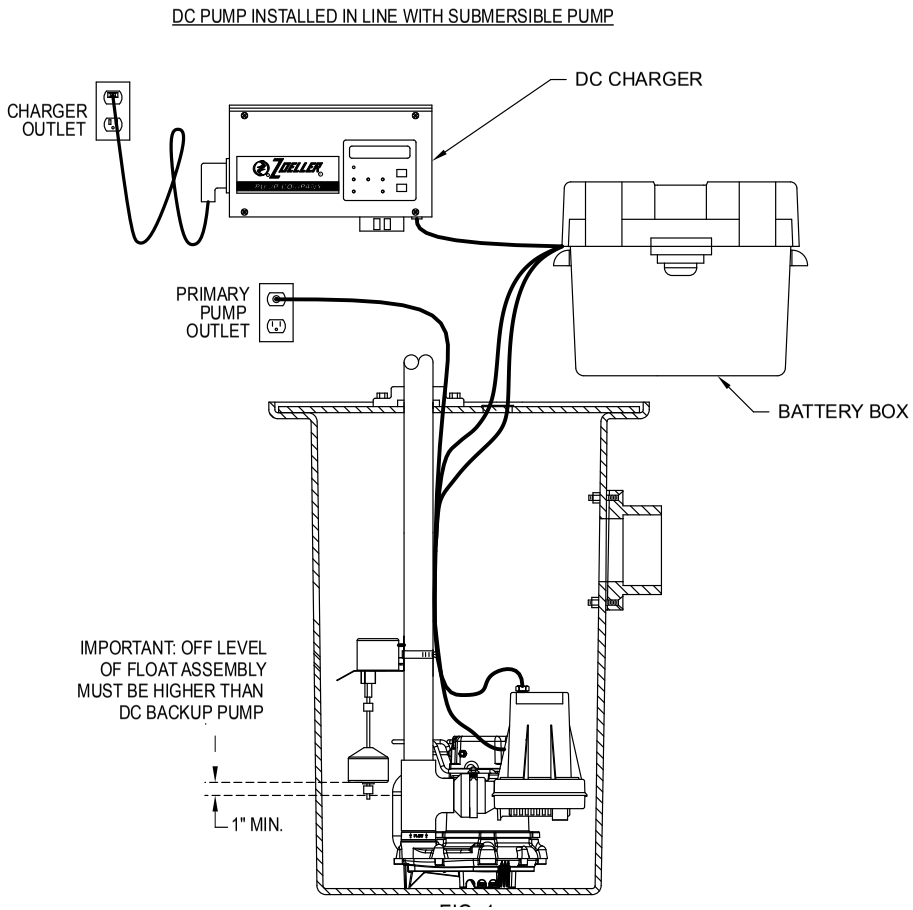
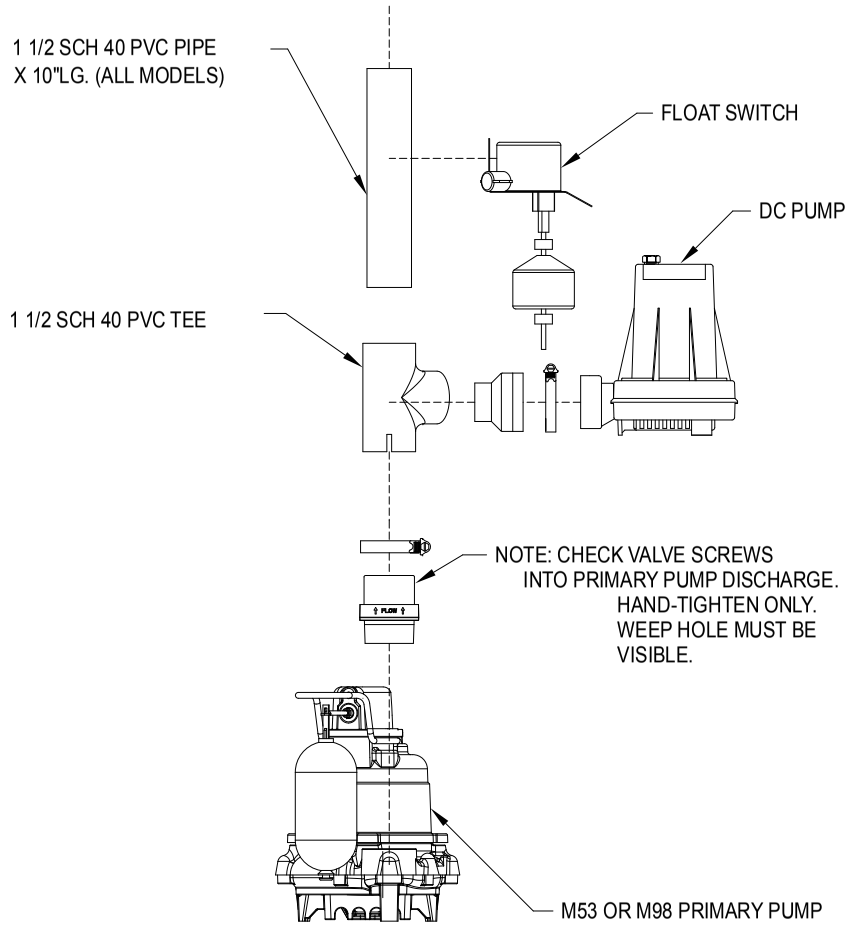

FIGURE 1
FIGURE 2
1. Ensure O-ring is properly located on pump discharge. Slide DC pump into fitting and tighten the hose clamp. (See figure 2).
2. The preferred method of installation for backup pumps is shown in figure 1. The installation kit includes one check valve for installing with the backup pump discharging into the primary pump outlet pipe. An additional check valve is incorporated in the discharge of the backup pump.
4. Make certain the float switch clamp is tight on the pipe to avoid slippage. Ensure that the "off" level of the float is 1" min. above the discharge tee of the DC backup pump (see figure 1). Position pumps in the sump and move float up and down, making sure of free movement without interference from any obstructions inside the sump or lid. Very shallow sumps may require some adjustment to avoid overfilling or backing up of water into the sump inlet. The float switch can be moved on the discharge pipe or the rubber stops can be adjusted as necessary. Cut extra float rod length below lower float stop to prevent debris from interfering with float operation (see figure 2).